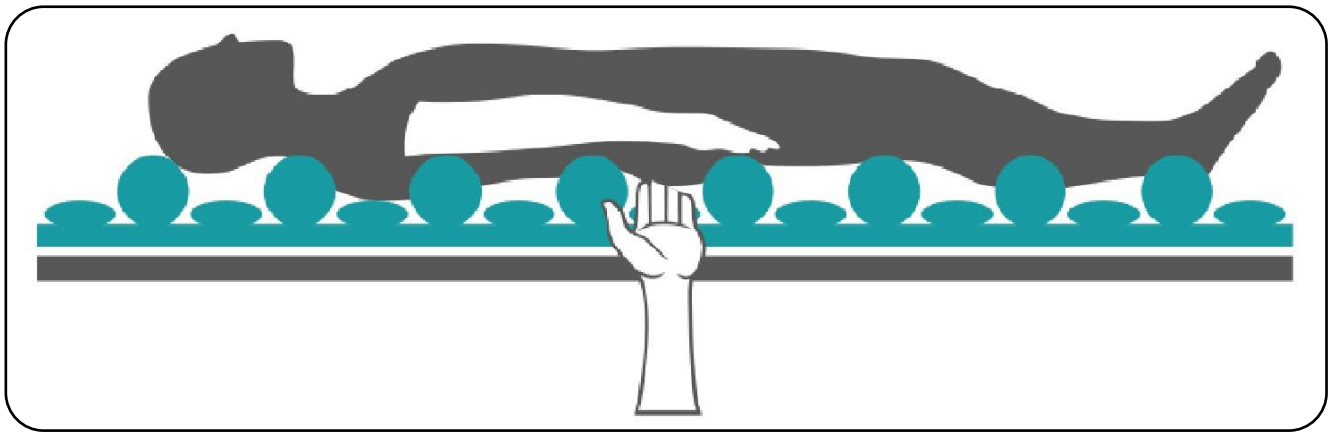

Abb. 8.1.02 - Durchführung des Handtests
Prüfen Sie während der Anwendung des Produktes regelmäßig mit dem Handtest den Auflagedruck zwischen dem Patienten und der Wechseldruckmatratze (Abb. 8.1.02).
9. Kontrollieren Sie jetzt den eingestellten Druck mit dem Handtest. Schieben Sie dazu die flache Hand zwischen das Gesäß des Patienten und die entlüftete Zelle der Wechseldruckmatratze. Zur optimalen Lagerung muss zwischen Gesäß und der entlüfteten Zelle ein Abstand von ca. 3-4 cm sein (Abb. 8.1.02).